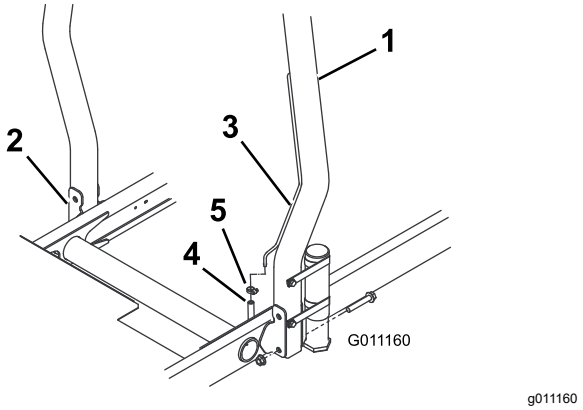

Rysunek 8
1. Należy opuścić pałąk na uchwyty montażowe kosiarki, wyrównując otwory montażowe względem siebie. Upewnić się, czy rurka odpowietrzająca na pałąku znalazła się z lewej strony maszyny (Rysunek 8).
2. Każdy z końców pałąka przykręć do jego wspornika montażowego dwoma śrubami kołnierzowymi i 2 nakrętkami kontrującymi (Rysunek 8). Dokręć elementy mocujące z momentem 81 N·m.